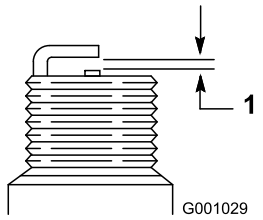

Bild 51
4. Stellen Sie den Abstand der Elektroden an der neuen Zündkerze auf 0,76 mm (Bild 51).